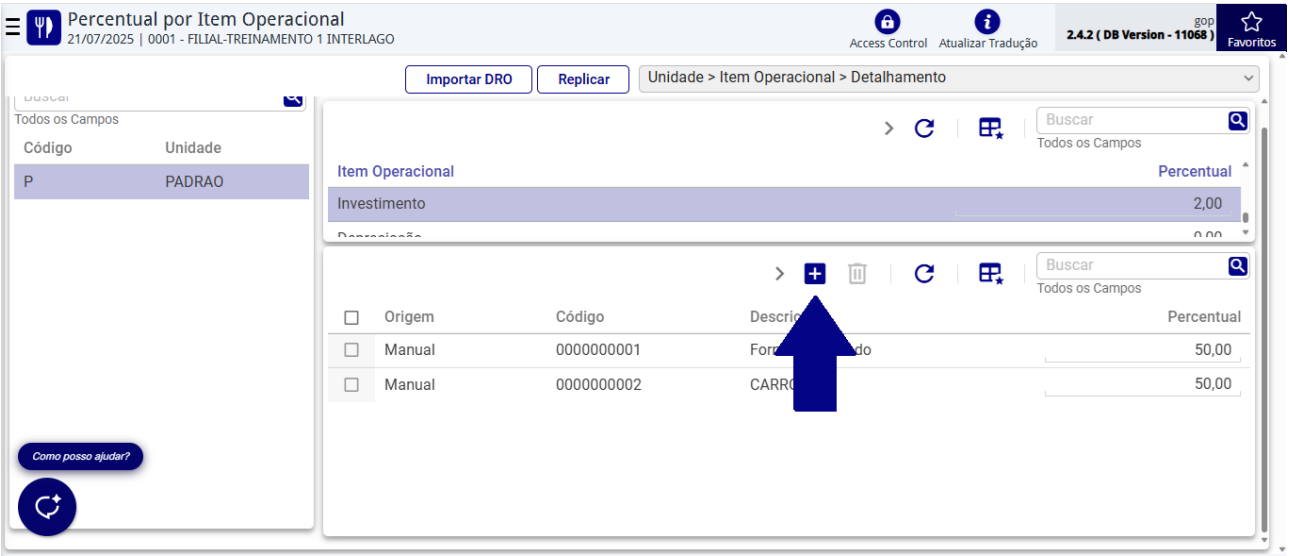

Figura 125: Adicionar
b) Clique em **Adicionar** (Figura 125).